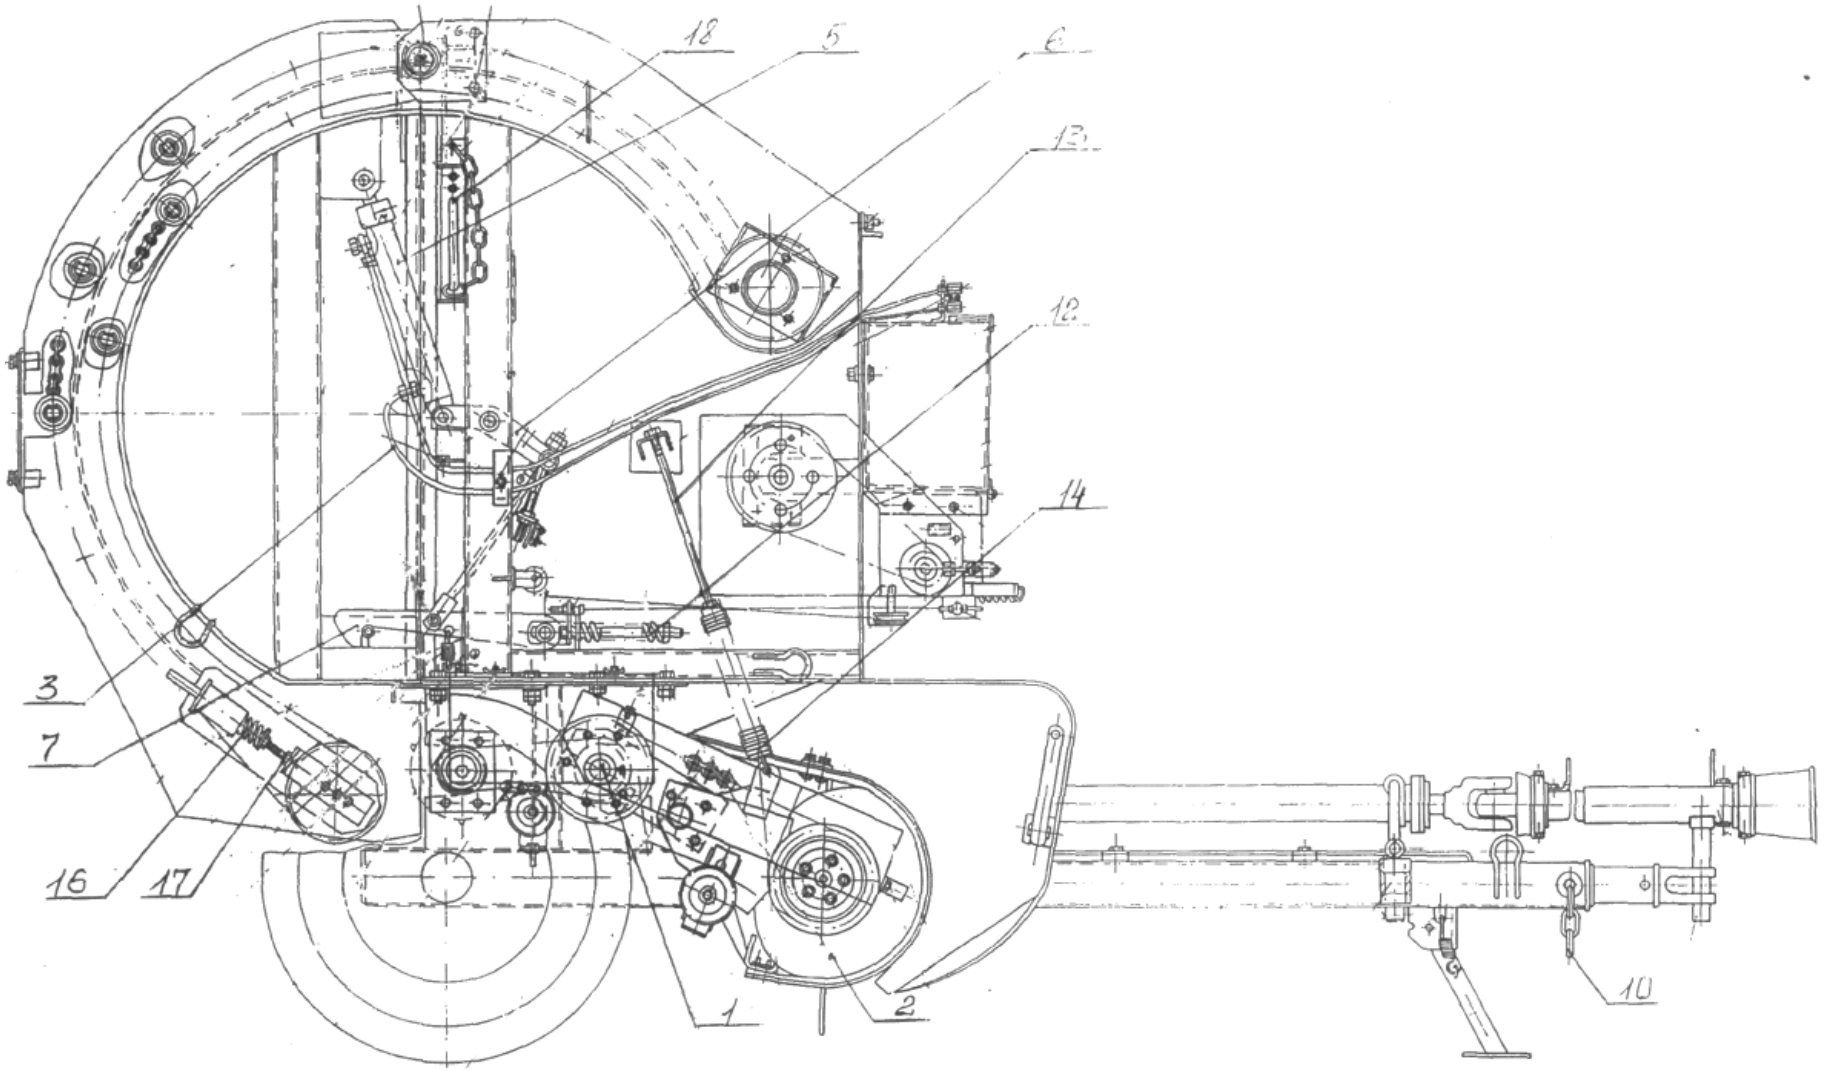
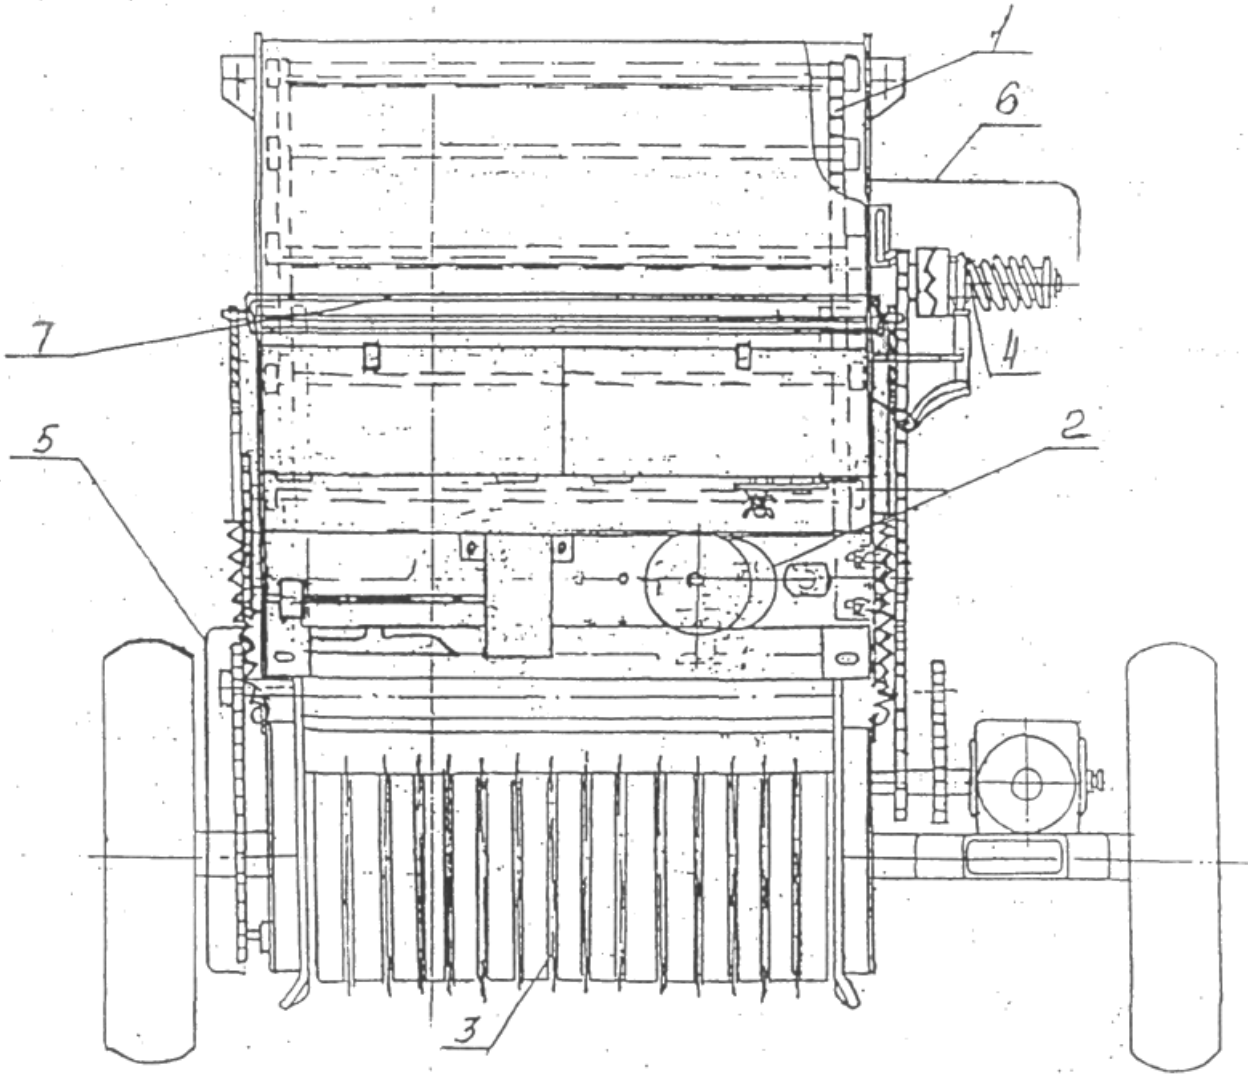

Рис. 2
Рис.3.
9.3.2 Плотность прессования зависит от характеристики убираемой культуры и регулируется путем изменения величины сжатия пружины 12 и хода защелки 7 (рис.2). Ход защелки связывается с зазором h между роликами 3 и 4 включения привода механизма обмотки (рис.9). При меньшем зазоре, ход защелки меньше – плотность меньше, при большем зазоре – плотность больше. Для обеспечения необходимей плотности зазор между роликами выдерживать до 5мм.
9.3.3 Регулировка рабочего положения подборщика производится в зависимости от микрорельефа и высоты стерни убираемого поля. В рабочее положение опускание подборщика ограничивается рамой машины. Расстояние концов зубьев от поверхности поля регулируется поднятием и опусканием подборщика гидроцилиндром. Плавность подъема и опускания подборщика регулируйте винтом 13 (рис.2) натяжением или ослаблением пружин 14, с усилием равным 200Н (20кг).
В зависимости от прессуемой массы изменяйте величину сжатия пружин 12 (рис.2) и величину h между роликами 3 и 4 (рис.9). Зазор h до 5мм.
Натяжение цепей механизма прессования 1(рис.3) обеспечивается сжатием пружин 16 (рис.2) так, чтобы скалки 2 (рис.8) не выпадали из впадин и не налезали на зубья ведущих звездочек.